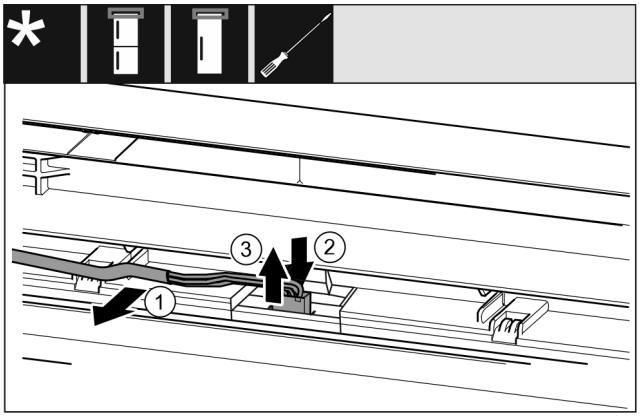

Fig. 7
▶ Απελευθερώστε το γκρι καλώδιο προσεκτικά από τον οδηγό στην πόρτα. *Fig. 7 (1)*
▶ Πιέστε το αυτάκι πίσω από το φις προς τα πίσω. *Fig. 7 (2)*
▶ Αφαιρέστε το φις τραβώντας το προσεκτικά προς τα επάνω. *Fig. 7 (3)*